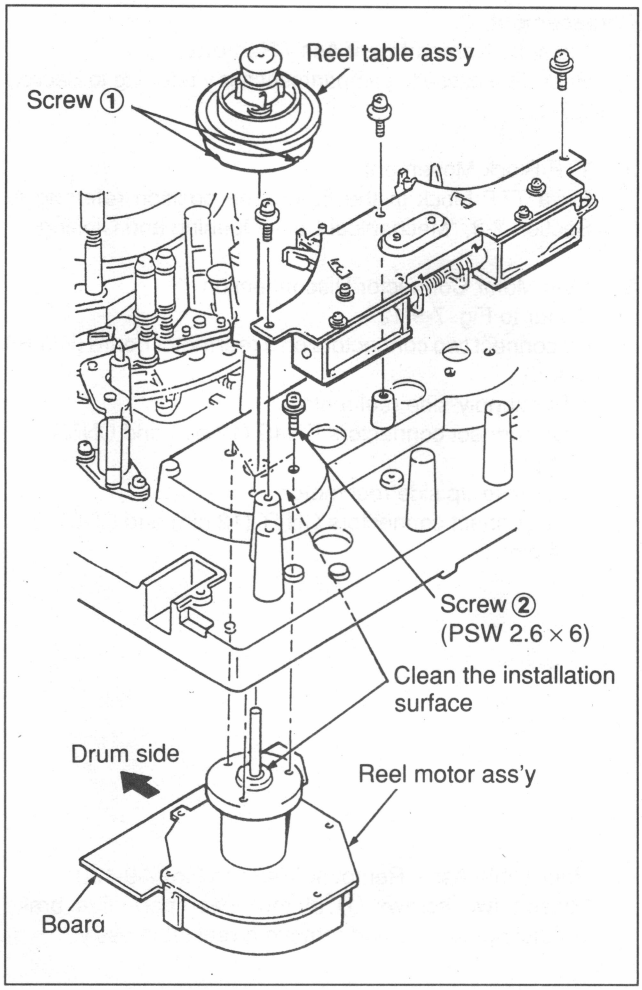

Fig. 7-9-14 Reel Motor Ass'y Replacement
5. Reel Motor Ass'y Removal (Refer to Fig. 7-9-14.)
6. Reel Motor Ass'y Replacement (Refer to Fig. 7-9-14.)